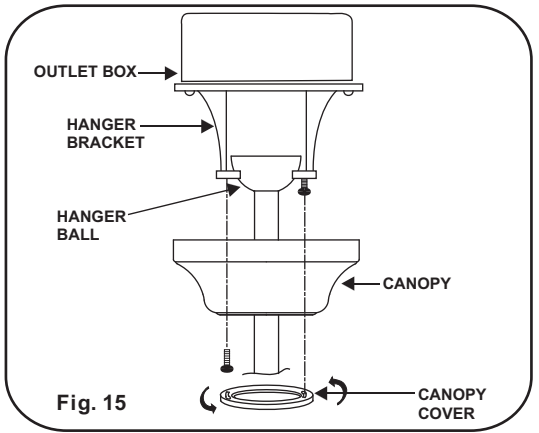

Fig. 15
Step 2. Slide the canopy up towards the hanger bracket and place the key hole on the canopy over the screw on the hanger bracket, turn canopy until it locks in place at the narrow section of the key holes. (Fig. 15)